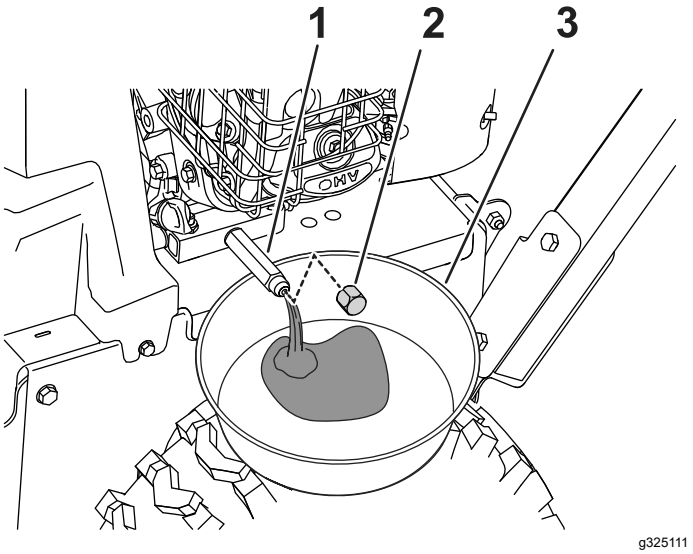

Figur 29
1. Anbring en bakke under afløbsfittingen, og fjern olieaftapningsdækslet (Figur 29).